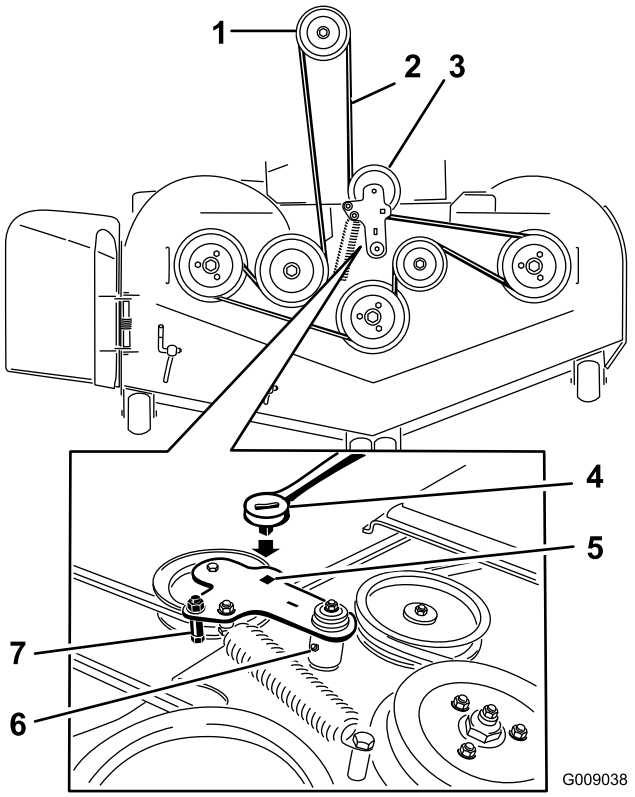

**Figure 95**
5. Lift up the floor pan and insert a ratchet into the square hole in the deck idler (Figure 95).
6. Rotate the deck idler clockwise and remove the mower belt (Figure 95).